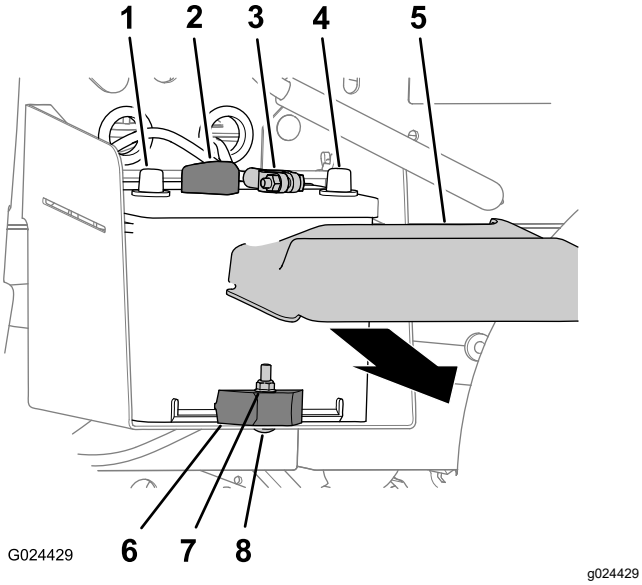

Figuur 46
1. Knijp de zijkanten van het accudeksel samen en neem het deksel van de bovenzijde van de accu (Figuur 46).
2. Koppel de minkabel los van de accupool (Figuur 46).
3. Koppel de pluskabel los van de accupool (Figuur 46).
2. Verwijder de borgmoer, slotbout en accuklem waarmee de accu vastzit aan de accubak (Figuur 46).
3. Verwijder de accu uit de accubak (Figuur 46).
1. Lijn de accu uit met de accubak van de machine (Figuur 46).
Opmerking: Zorg ervoor dat de plus- en minpool van de accu uitgelijnd zijn; zie Figuur 46.
2. Bevestig de accu met de accuklem, de slotbout en de borgmoer aan de accubak (Figuur 46).
1. Sluit de pluskabel aan op de accupool (Figuur 46).
2. Sluit de minkabel aan op de accupool (Figuur 46).
3. Plaats het accudeksel op de bovenkant van de accu (Figuur 46).